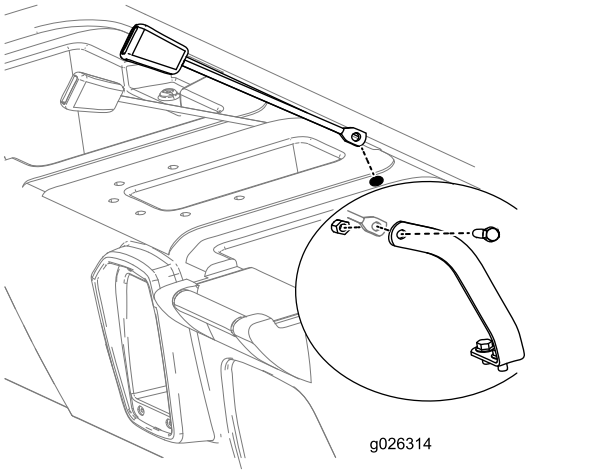

**Figura 11**
7. Inserite l'estremità ricevente di ciascun gruppo di blocco della cintura di sicurezza in uno dei fori appena praticati nella base del sedile (Figura 11).
8. Sollevando la parte posteriore della base del sedile per poter avere accesso, montate l'estremità ricevente di ciascun gruppo della cintura di sicurezza su ciascun ancoraggio della cintura di sicurezza con un bullone (7/16 poll.) e un dado (7/16 poll.), come illustrato in Figura 11.